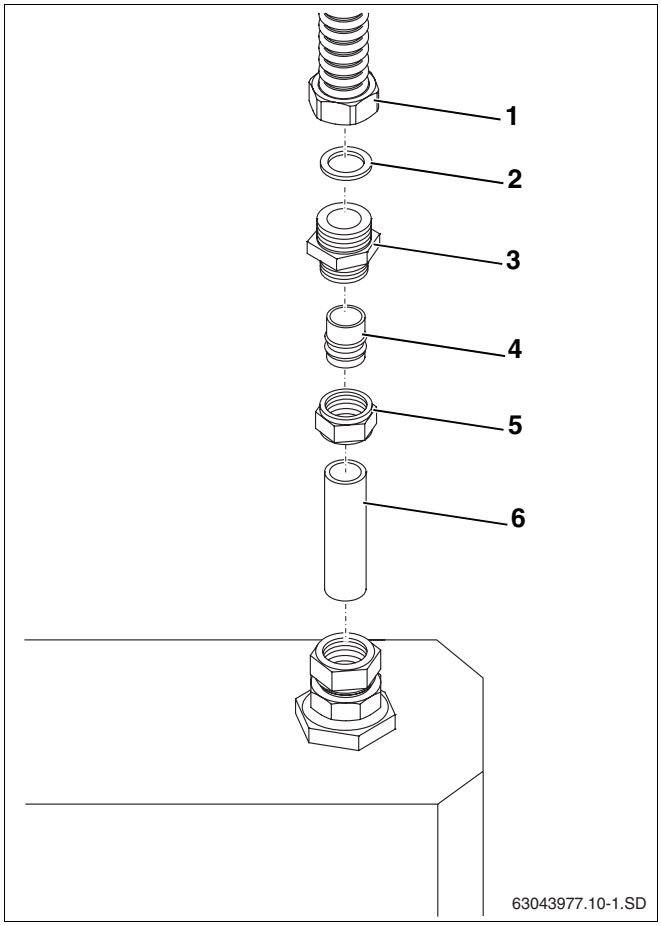

Afb. 10 Twin Tube DN 20 bij klemringkoppeling 18 mm
- Plaats de afdichting (afb. 10, **pos. 2**) in de voorgemonteerde wartelmoer Rp1 (afb. 10, **pos. 1**) van de inox flexibel.
- Schroef de klemringkoppeling R1 × 22 mm (afb. 10, **pos. 3**) met de wartelmoer (afb. 10, **pos. 1**) van de inox flexibel vast.
- Vervang de klemring 22 mm van de klemringkoppeling door de verloopring 22 × 18 mm (afb. 10, **pos. 4**).
- Breng de koperleidingen Ø 18 mm (afb. 10, **pos. 6**) op de juiste lengte om deze 2 – 3 cm of tot de aanslag in de klemringkoppelingen te kunnen schuiven.